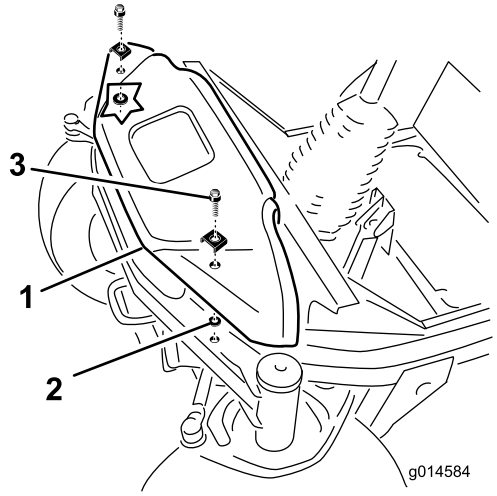

Figura 5
1. Retire los 2 pernos con arandela prensada que sujetan la cubierta delantera a la parte superior del eje delantero (Figura 5).